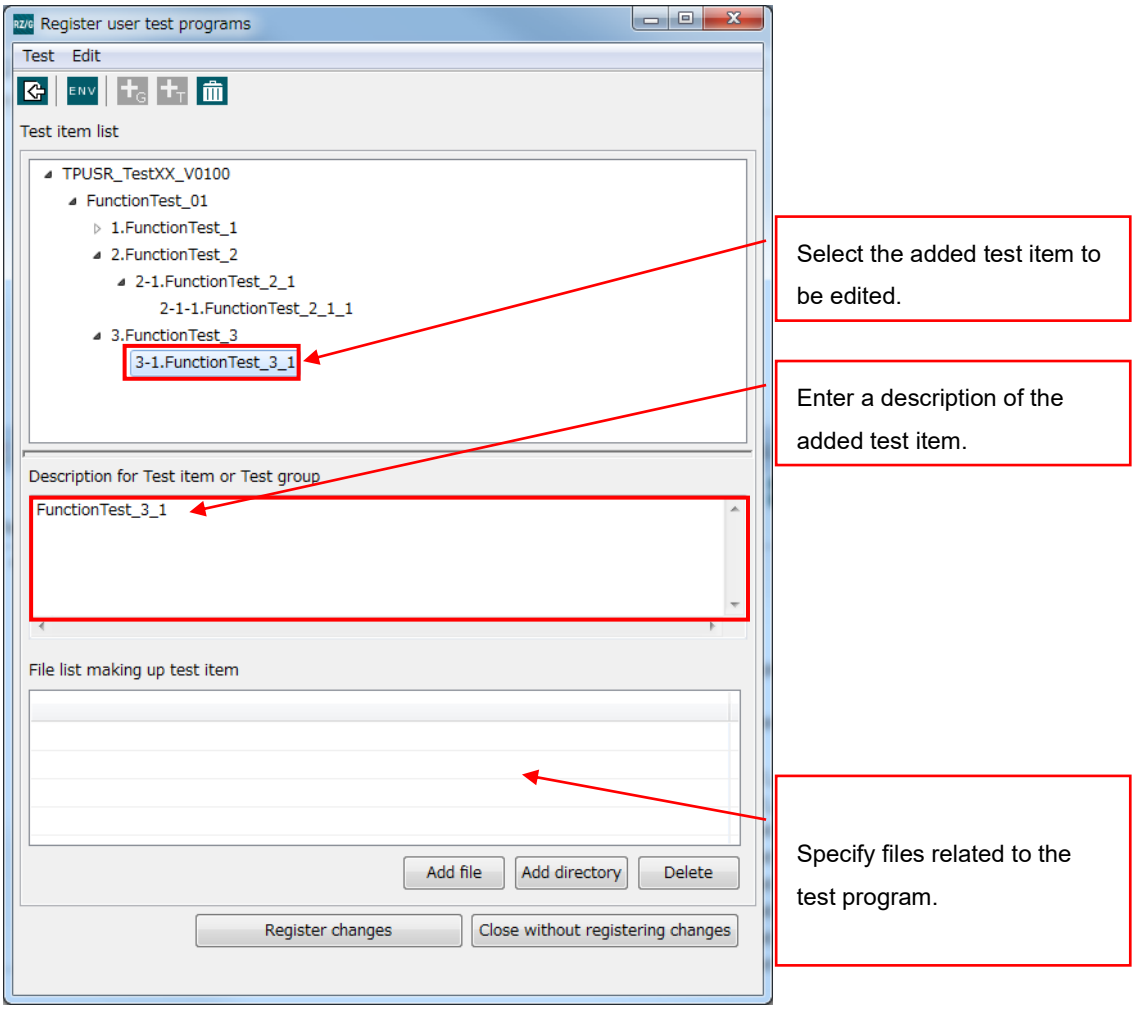

Figure 4-52 Editing a Test Item
3. The added test is displayed in the [Test item list] section. Select the added function test and edit it, as shown in Figure 4-52.